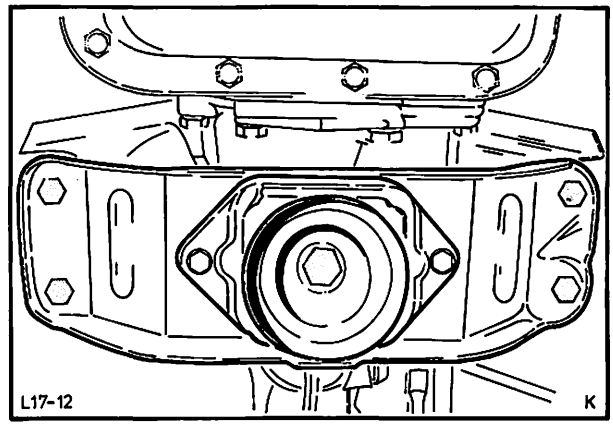

Abb. 115 Befestigung – Getriebetraverse
2. Getriebetraverse von der Bodengruppe und Verlängerung komplett abschrauben (5 Schrauben). Abb. 115. Anschließend Getriebe vorsichtig absenken.